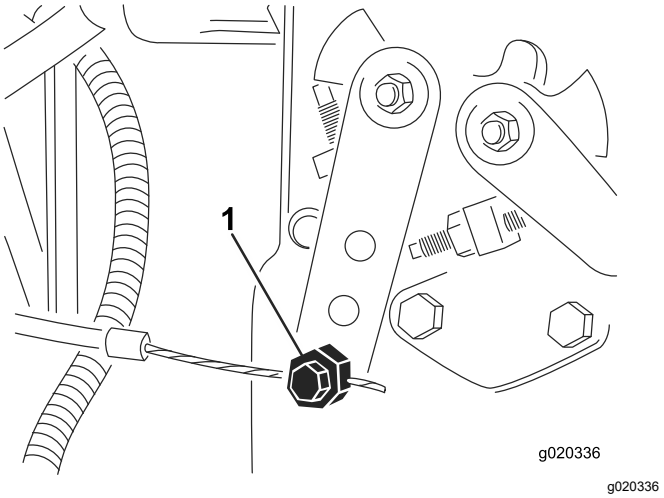

Figur 77
2. Løsne gasskabelkontakten på spaken på innsprøytingspumpen (Figur 77).